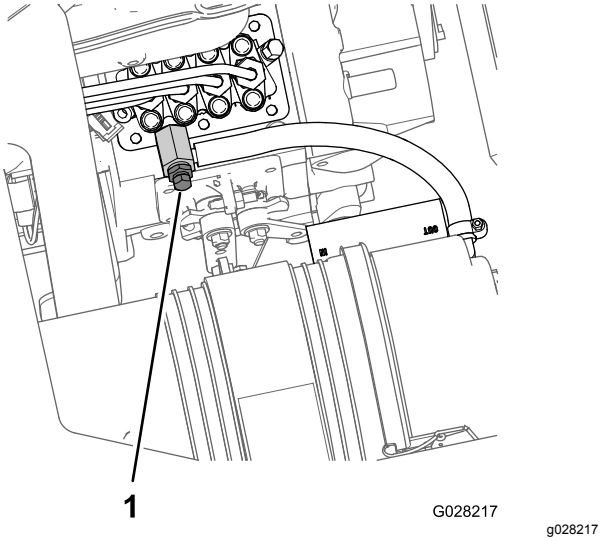

Figuur 74
8. Zet de opvangbak onder het motorgedeelte met de brandstofinjectiepomp (Figuur 74).
9. Draai de ontluchtingsschroef op de brandstofinjectiepomp open (Figuur 74).
11. Laat het sleuteltje op AAN staan totdat er een volle straal brandstof bij de ontluchtingsschroef naar buiten komt (Figuur 74).
12. Zet de ontluchtingsschroef (Figuur 74) vast en draai het sleuteltje op UIT.